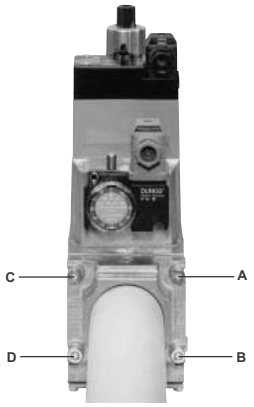
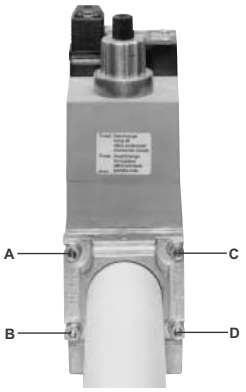

Fig. 7
Fig. 8
1. Aflojar los tornillos A y B, no destornillarlos (Fig. 7 e Fig. 8).
2. Desatornillar los tornillos C y D (Fig. 7 e Fig. 8).